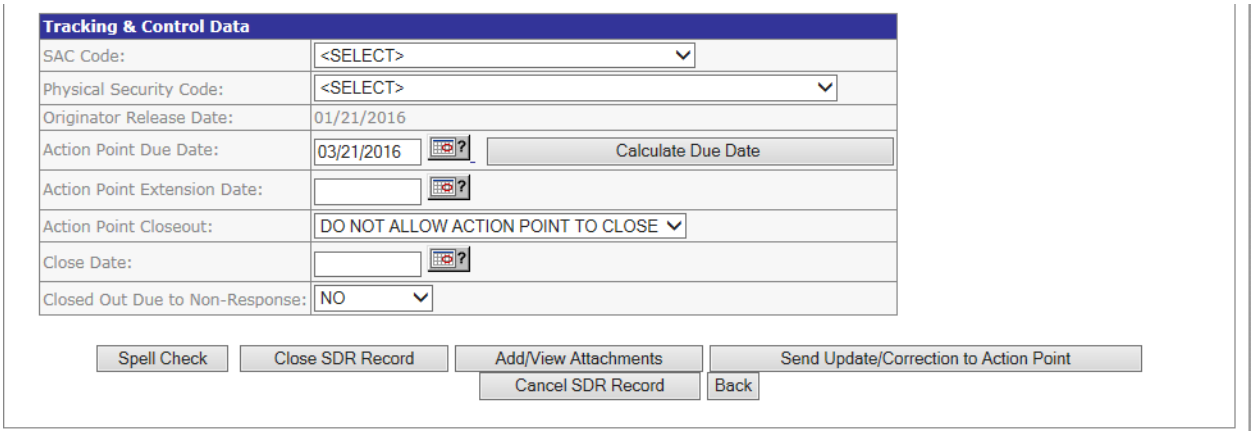

Figure 4.9
b. **Following Up on Overdue SDR** - Following up on overdue SDRs in PDREP is done by email (Figure 4.8). Click on the Send Follow-up to Action Point button. You'll be directed to the email SDR to Action Point page (Figure 4.9). Fill in the remarks block with your comments regarding the SDRs status. Click Send Now to send the email.